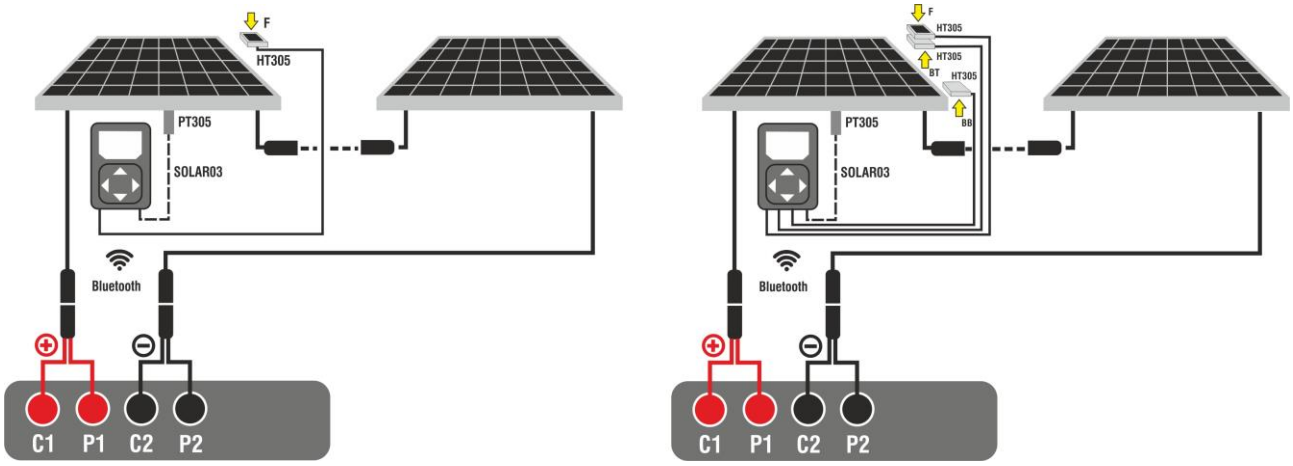

Fig. 53: Connection with remote unit SOLAR03 on Monofacial and Bifacial modules
3. Connect the instrument and the SOLAR03 remote unit to the module/string being tested as shown in Fig. 53. In detail:
- **In case of Bifacial modules→,** position the **three HT305 reference cells** on the front surface of module **(F)**, on the top back section (**B T**=**B**ack**T**op) and on the bottom back section (**BB**=**B**ack**B**ottom) of the module. Connect the front reference cell (F) to input "**INP1**", BT reference cell to input "**INP2**", BB reference cell to input "**INP3**" and **possibly** the temperature probe **PT305** to input "**INP4**" of the remote unit.
14. Bring the remote unit close to the modules and connect the irradiance/temperature probes as shown in Fig. 53. **As the recording has already been activated on the SOLAR03 remote control unit, it is no longer necessary to maintain the Bluetooth connection.** Maintaining the connection will only allow to immediately obtain the outcome of the test without waiting for the measuring campaign to be completed.